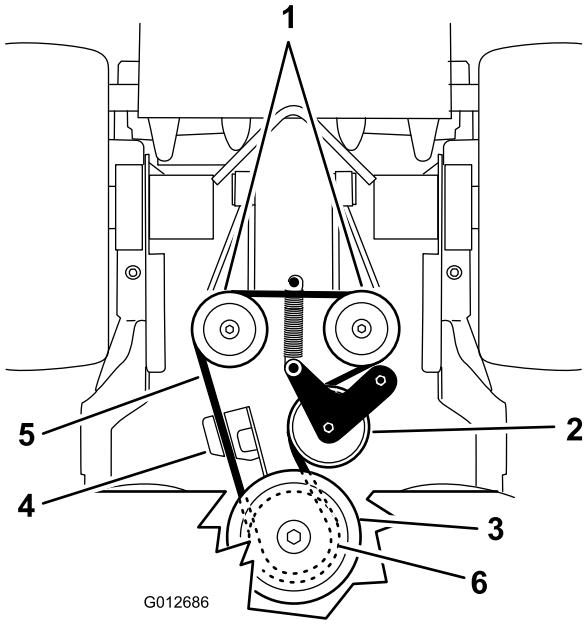

Figuur 66
5. Haal de veer van de arm van de spanpoelie (Figuur 66).
7. Monteer de veer van de spanpoelie aan het frame (Figuur 66).